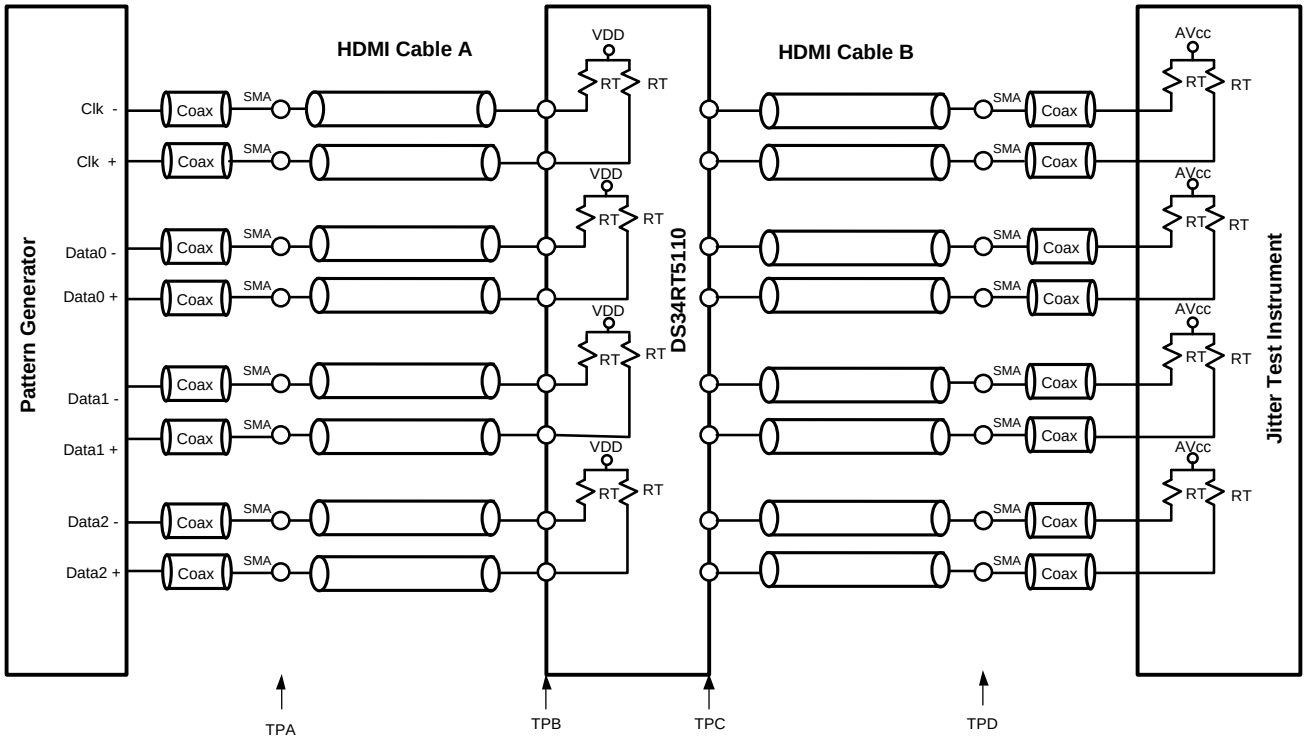

Figure 1. Test Setup Diagram
(3) Parameter is ensured by statistical analysis and/or design.
(4) Deterministic jitter is measured at the differential outputs (TPC of Figure 1), minus the deterministic jitter before the test channel (TPA of Figure 1). Random jitter is removed through the use of averaging or similar means.
(5) Total Jitter is defined as peak-to-peak deterministic jitter from + 12 times random jitter (ps).
(6) Random jitter contributed by the equalizer is defined as sq rt ($J_{OUT}^2 - J_{IN}^2$). J_{OUT} is the random jitter at equalizer outputs in ps-rms, see TPC of Figure 1; J_{IN} is the random jitter at the input of the equalizer in ps-rms, see TPA of Figure 1.
(7) Parameter is ensured by statistical analysis and/or design.
(8) Deterministic jitter is measured at the differential outputs (TPC of Figure 1), minus the deterministic jitter before the test channel (TPA of Figure 1). Random jitter is removed through the use of averaging or similar means.
(9) Total Jitter is defined as peak-to-peak deterministic jitter from + 12 times random jitter (ps).